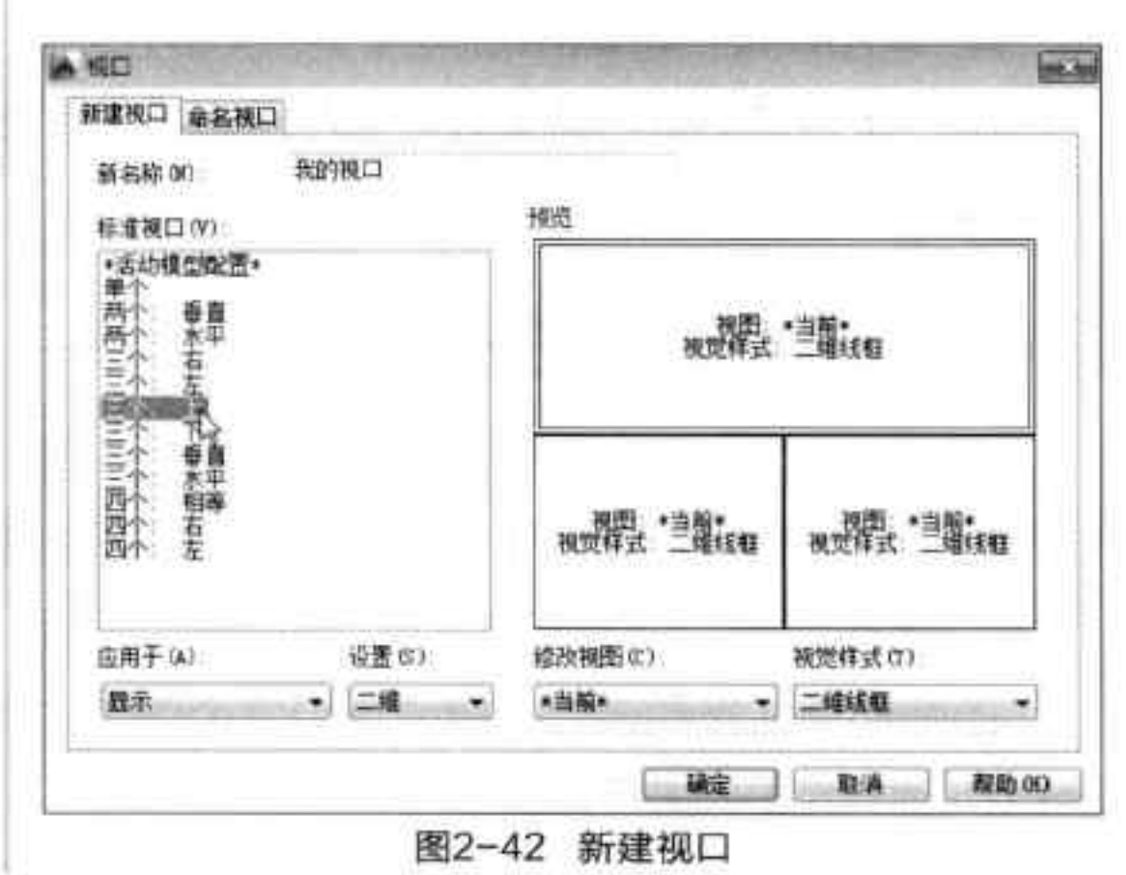

图2-42 新建视口
Step 02 切换至“新建视口”选项卡，输入视口的名称，并选择视口样式，如图 2-42 所示。